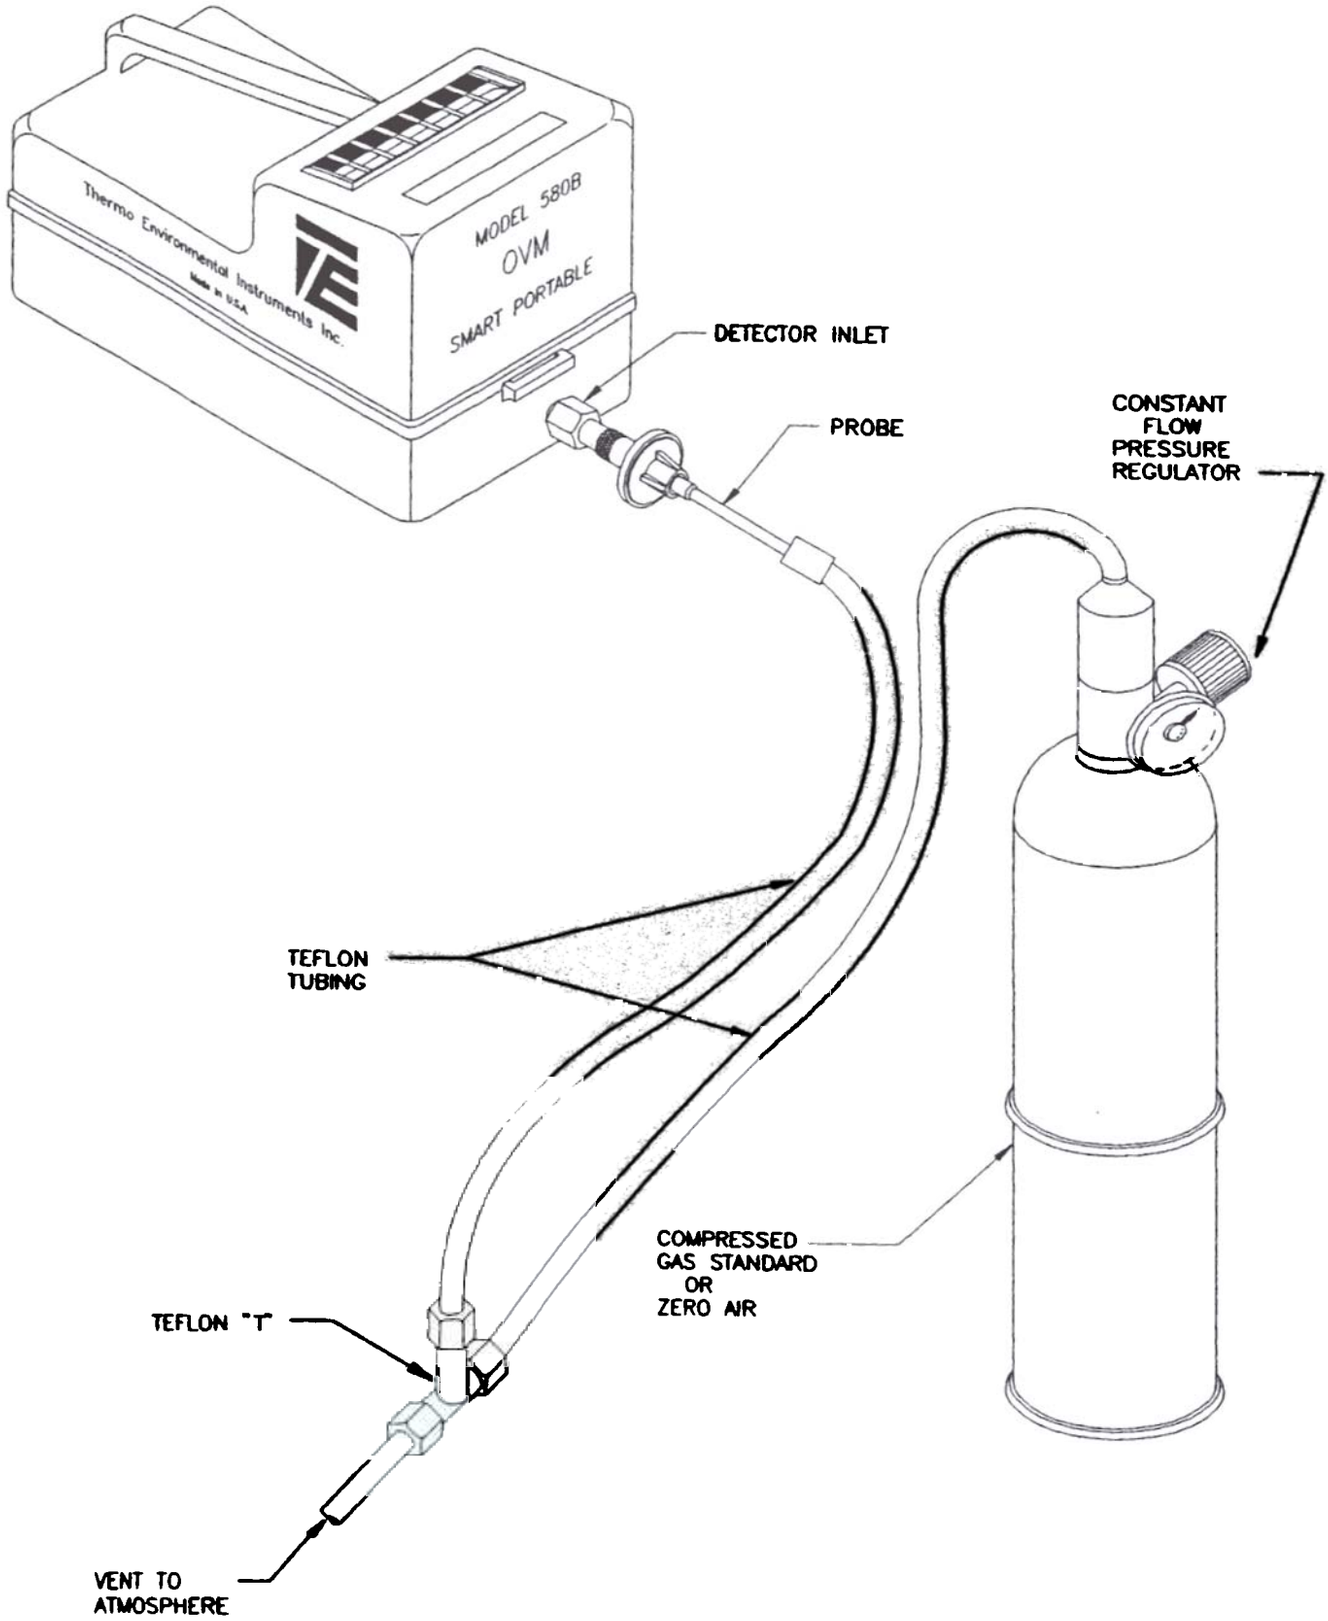

Figure 4.1
However, some gases are sufficiently reactive that chemical reaction of the gas will cause a reduction of it in air. These precautions must be observed when using commercially prepared standards for calibration of the Model 580B. It is for this reason that isobutylene in air was chosen as a reference standard for factory calibration. TEI offers a cylinder standard which includes both zero and isobutylene standards. A constant flow pressure regulator sets the flow needed for calibration of the 580B. Figure 4.1 illustrates the physical calibration procedure. The inlet to the 580B is connected to the "T" as shown. It is important that this connection is tangent to the gas flow. The "T" is connected to the regulator on the standard cylinder. It is important that a length of tubing is attached to the "T" location. This prevents diffusion of ambient air into sample line. The regulator and tubing assembly will have to be moved between both the zero air and standard cylinder.
The following procedure is applicable for both Cylinder and Bag Standards. The sequence requires both Zero gas and Span gas to be used. Span gas can be either contained as a cylinder or bag, in either case the exact concentration used must be known. This concentration will be entered to the 580 when the program provides its entry. With respect to Zero gas, there are several choices. Obviously a certified zero air standard in a cylinder presents no problem. Another choice would be to build a zero air standard in a bag. This can be simply accomplished with the set-up in Figures 4.1 and 4.2 using a charcoal scrubber to remove all the hydrocarbons present in the air. Charcoal does not absorb Methane; this does not cause a problem because the PID does not respond to it. Another approach which could be used in an emergency is to use room air unscrubbed.
This is acceptable if you know that there are no hydrocarbons present or they are exceptionally low in concentration. However, it is not recommended as a standard practice. The physical set up for cylinder calibration is illustrated in Figure 4.1; bag calibration in Figure 4.2.
(A) Set-up calibration assembly with zero air cylinder or bag as described in Figures 4.1 and 4.2.